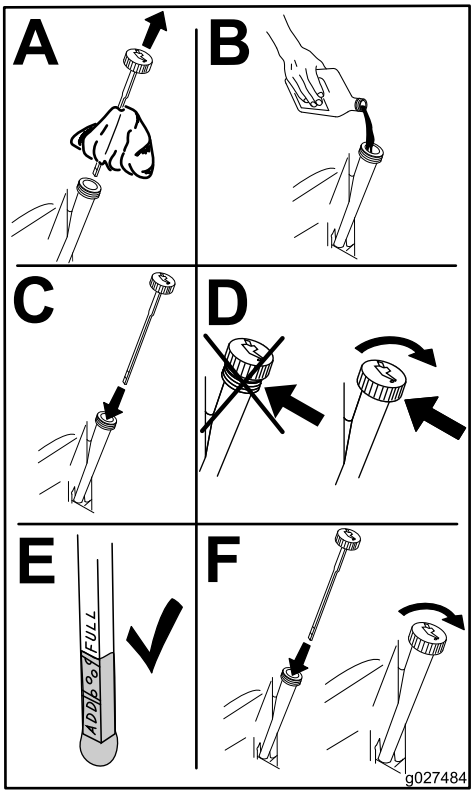

Figuur 38
6. Giet ongeveer 80 % van de gespecificeerde hoeveelheid olie langzaam in de vulbuis (Figuur 38).
7. Controleer het oliepeil; zie Figuur 38.